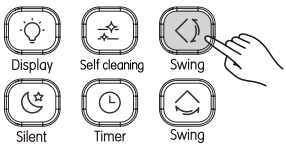

Рисунок 3.11
① При включенном блоке. Нажмите кнопку (см. Рисунок 3.11). Активируется функция качания в вертикальном направлении, загорается индикатор , и на внутренний блок передается сигнал.